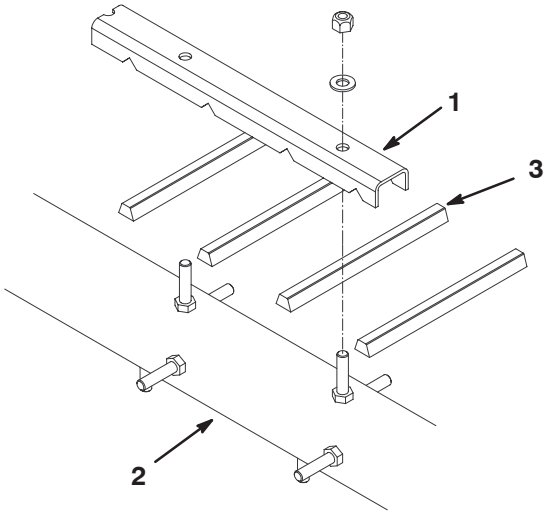

Figure 10
1. Loosen nuts and washers securing finger pinchers to rotor (Fig. 10 & 11).
3. Install new belt fingers. Belt fingers to extend from finger pinchers approximately 4 inches (Fig. 10 & 11).